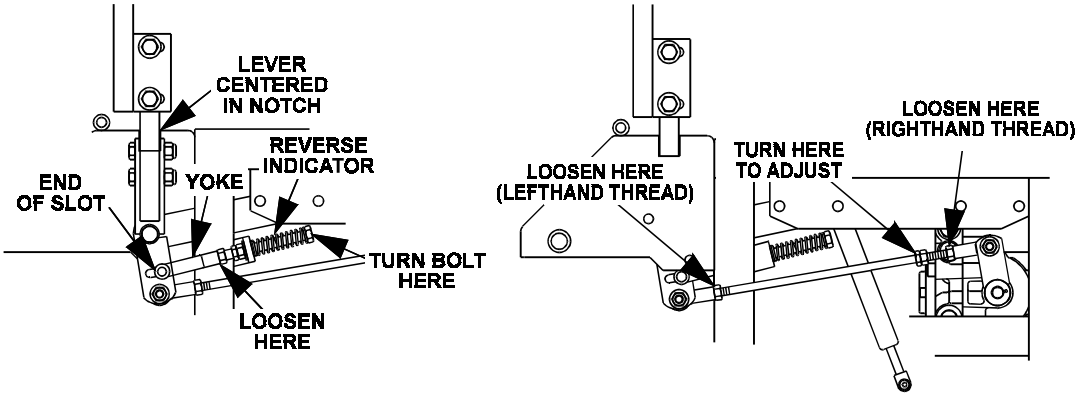

FIG. 14
e) Loosen locknuts from the ball joints on the two rods which connect the motion control assemblies to the pump control arms (See Fig 14).